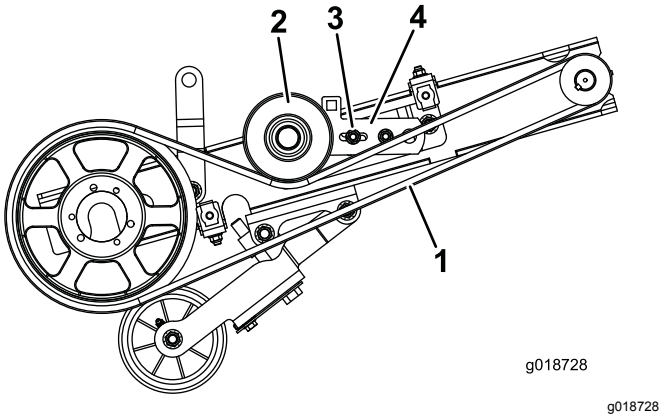

Figur 24
1. Fjern mutteren og bolten som fester lederullbraketten (bolt i hull med spor i braketten) til spenningsjusteringsbraketten (Figur 24).
4. Fjern det nedre remvernet og spoledrivremmen (Figur 24).